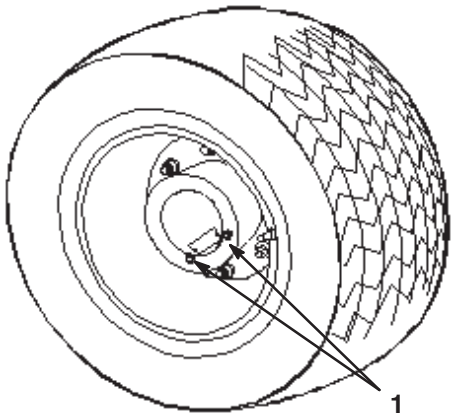

Figuur 44
1. Parkeer de spuitmachine op een horizontaal oppervlak met de achterwielen zodanig geplaatst dat de olie kan worden afgetapt, zoals wordt getoond in Figuur 44.